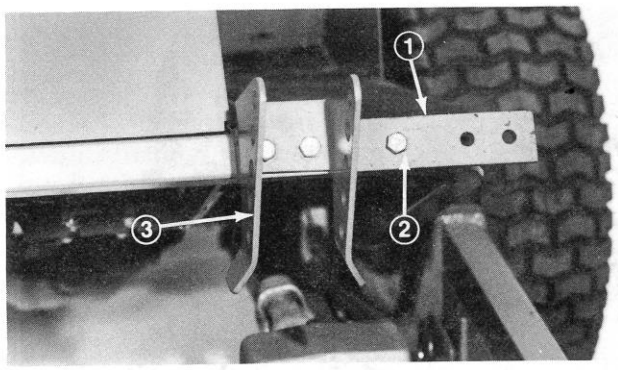

Figure 5
2. Using center hole in mounting bracket and outside hole in front frame, secure bracket to front frame with (1) one 2-1/4" long capscrew and flangenut (Fig. 5).
3. Aligning holes in spring bracket, mounting bracket, and front frame, secure brackets to front frame with (2) two 2-1/4" long capscrews and flangenuts (Fig. 5).